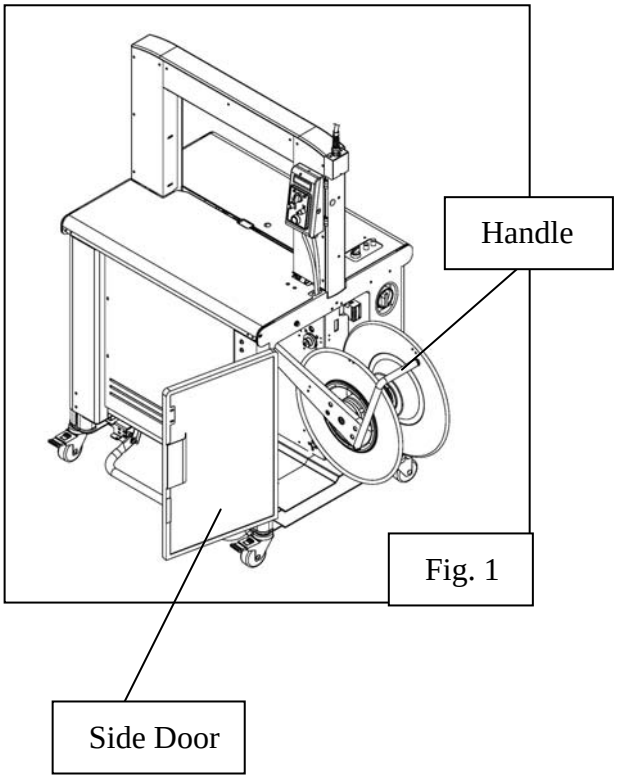

Fig. 1
1. Open the side door on the right of the machine (fig. 1).
2. Lift the reel handle up all the way to the end (fig. 1).
7. Remove the protective straps (B) and the stickers (A)